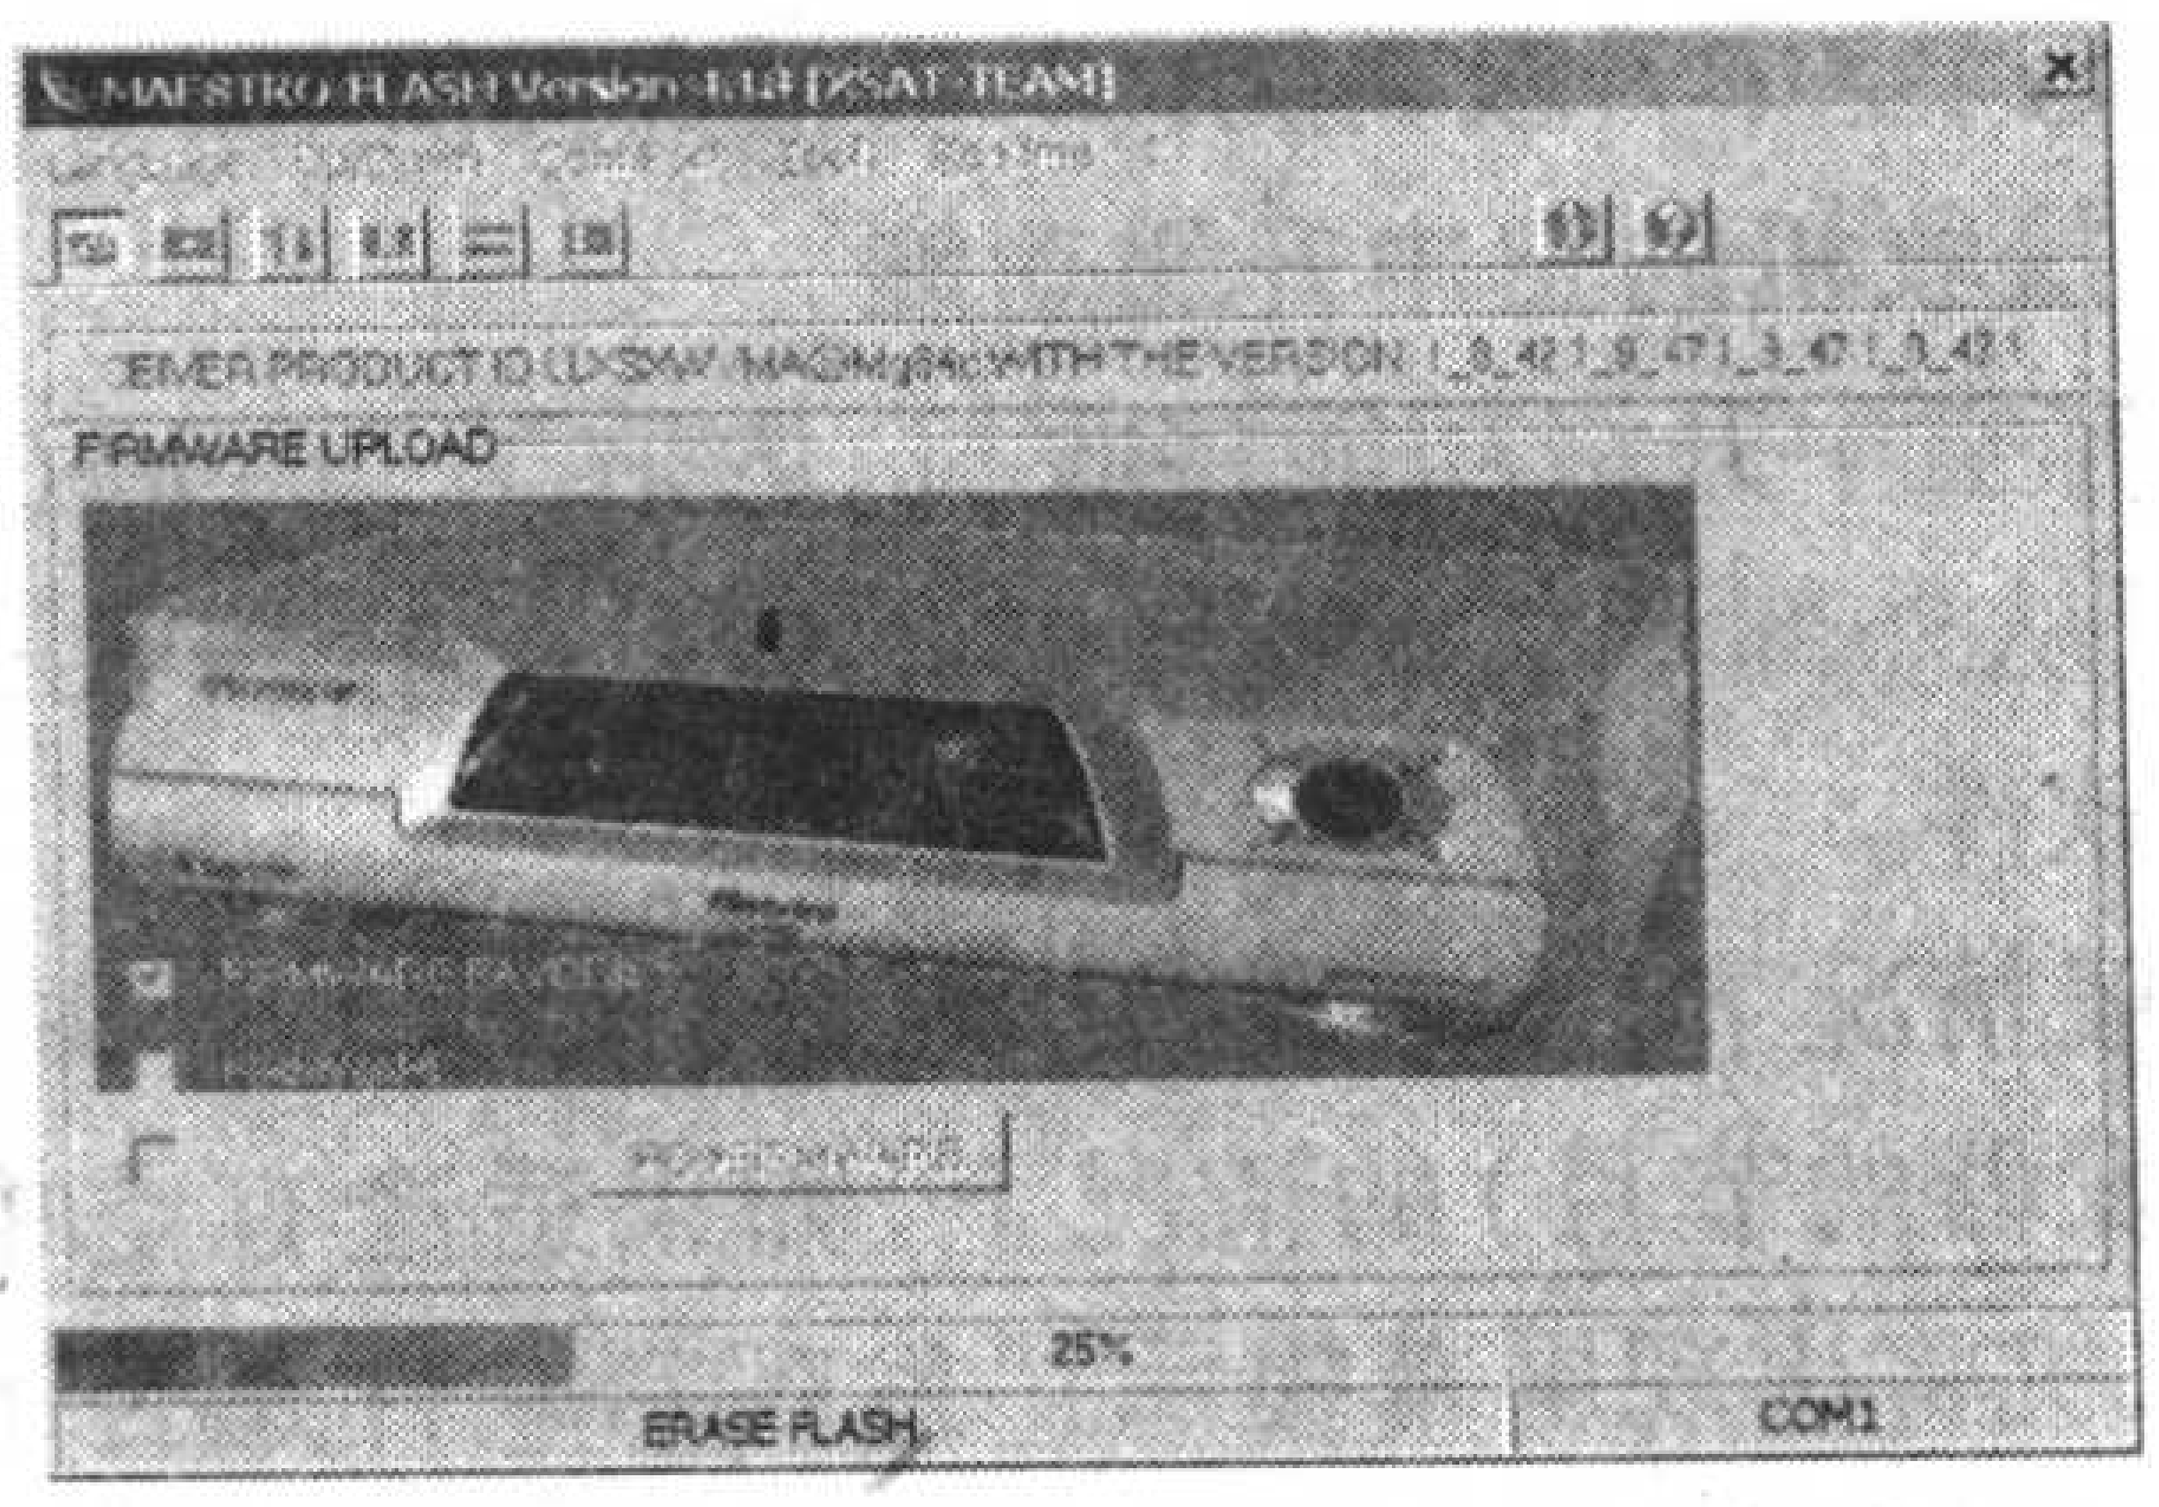

图 28
6. 点击“OK”后，先是删除 FLASH(见图 28)，因为上传只是将文件载到接收机，FLASH 才是接收机断电保存机器系统软件的存储器，清除 FLASH 过程中，数码管也同步提示“E ××”，其中“E”为 ERASE(清除)的缩写，红灯不再闪烁。